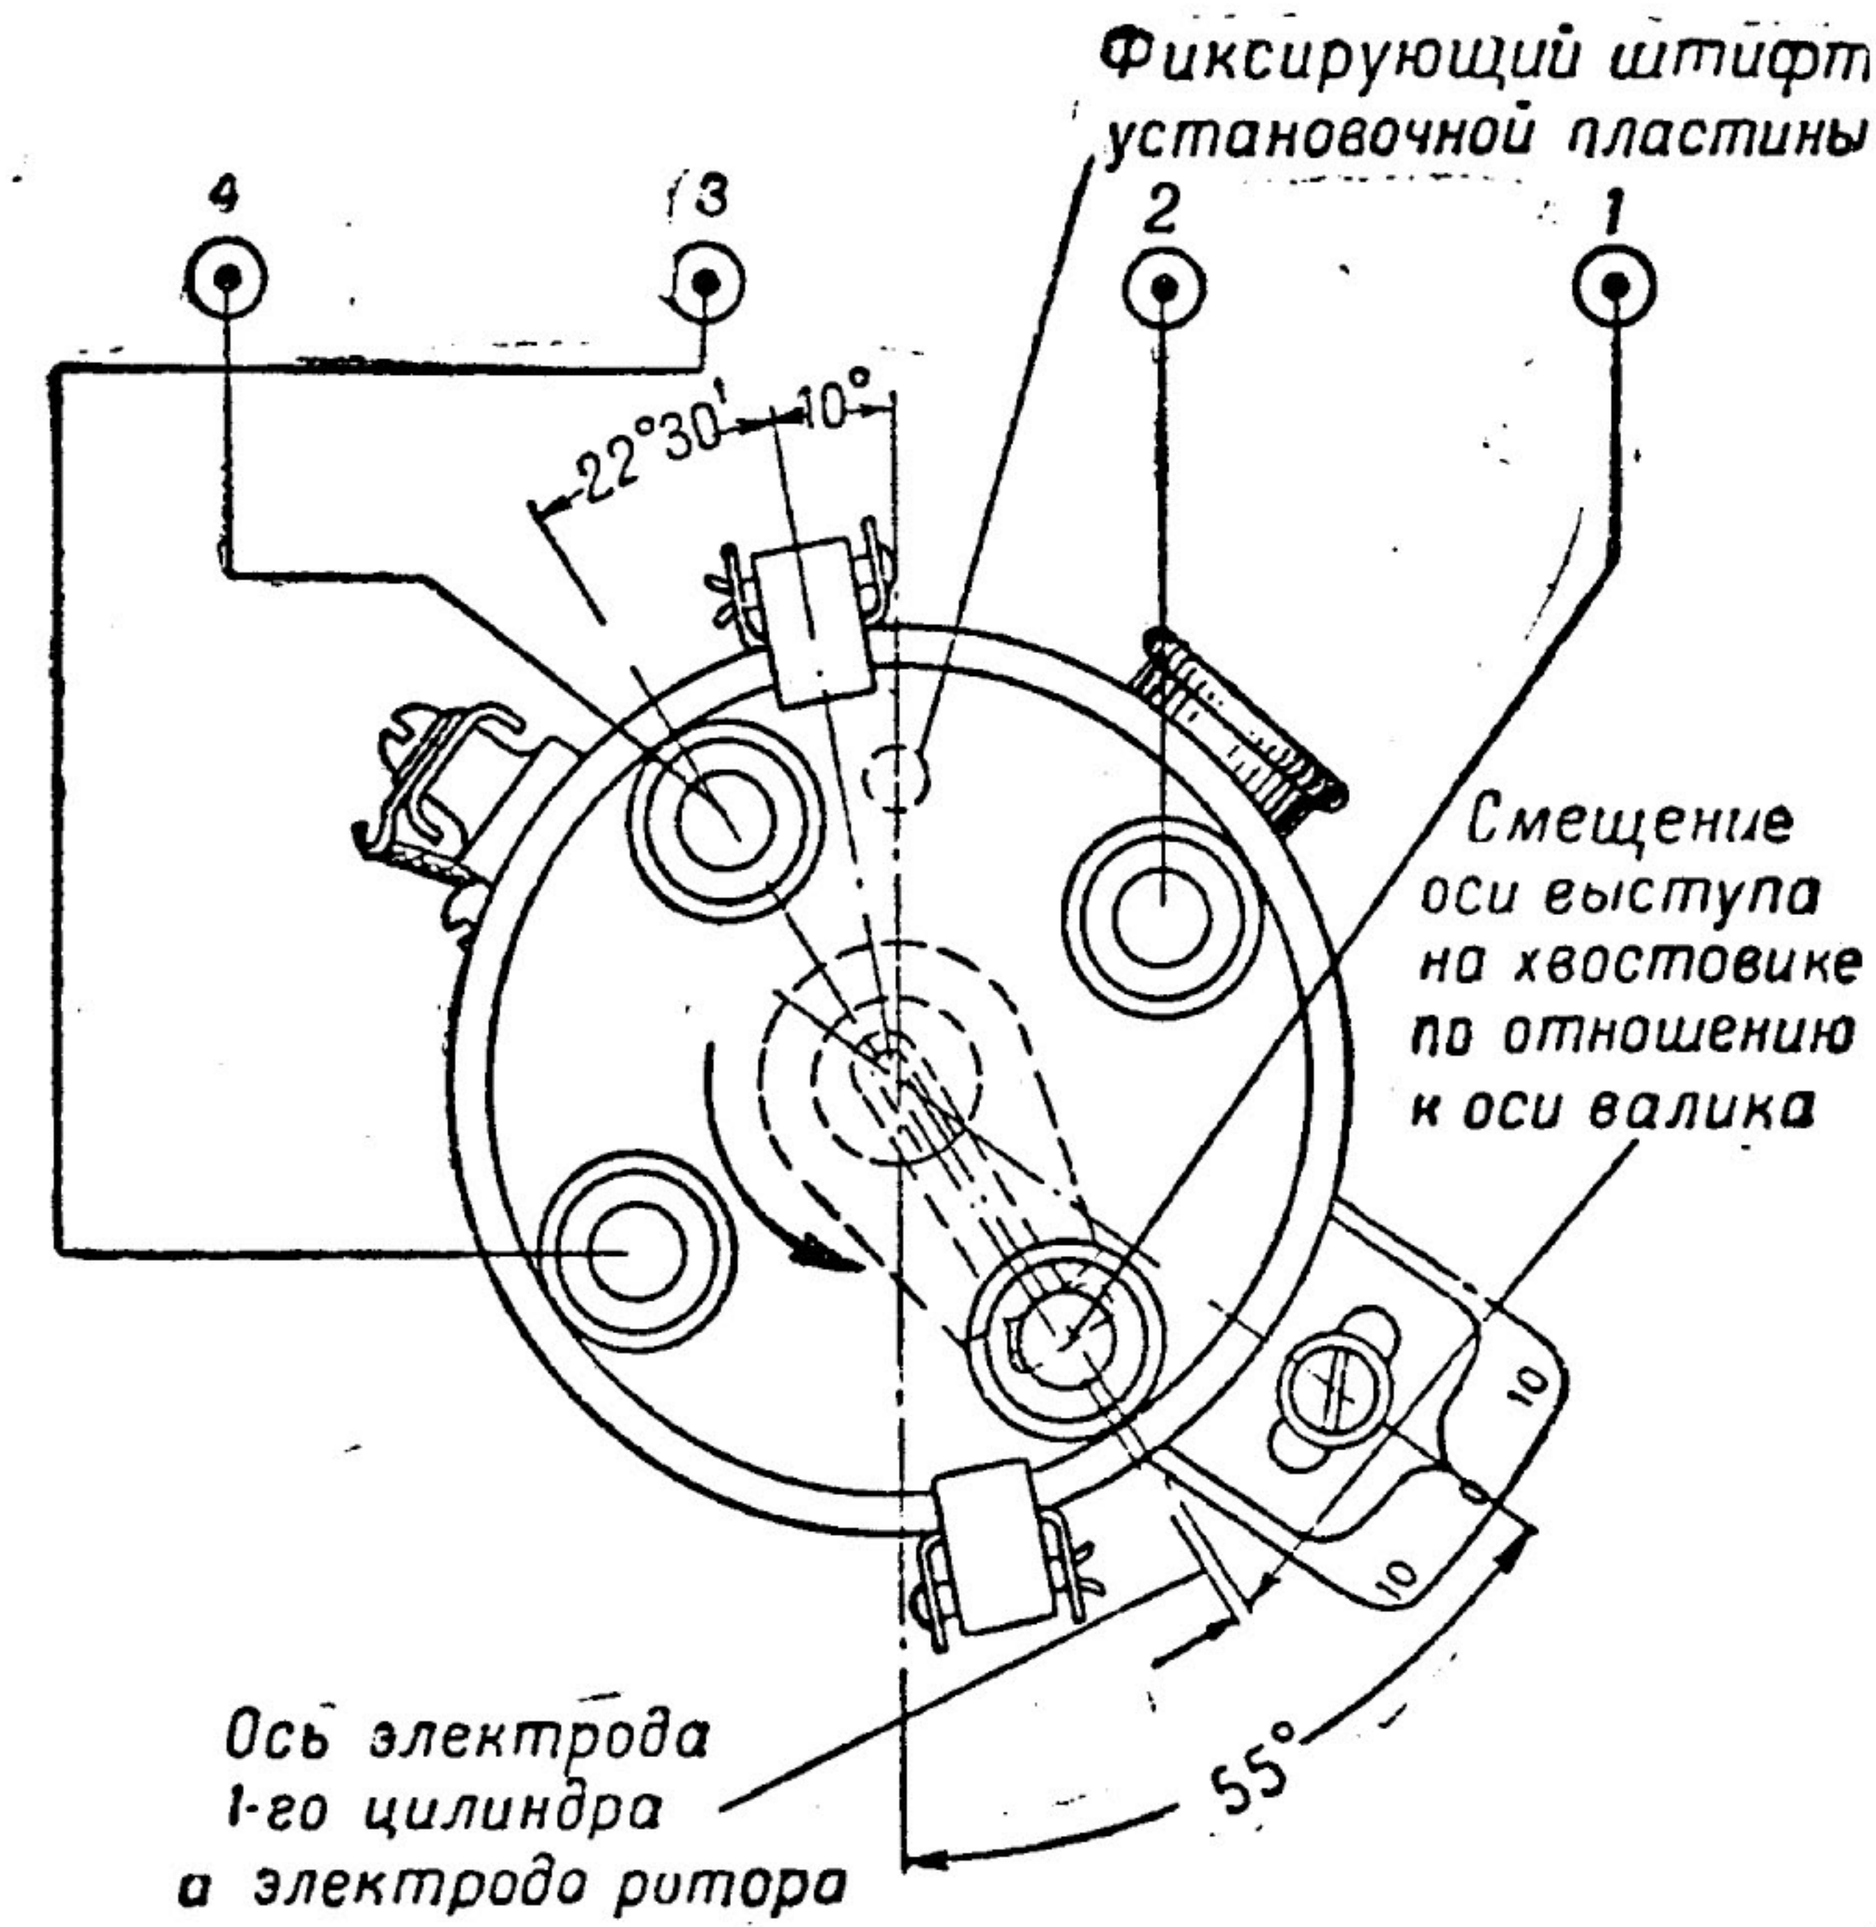

Рис. 15. Установка прерывателя-распределителя типа Р-15 на двигателе
3. Корпус прерывателя-распределителя может быть повернут относительно установочной пластины октан-корректора, прикрепленной неподвижно к головке цилиндров (рис. 15).
Положение установочной пластины должно соответствовать показанному на рис. 15.
3. Взявшись рукой за ротор, повертывать валик до тех пор, пока его шип не попадет в прорезь приводного валика. Одновременно фиксирующий штифт нижней установочной пластины должен войти в предназначенное для него гнездо в головке цилиндров (см. рис. 15).